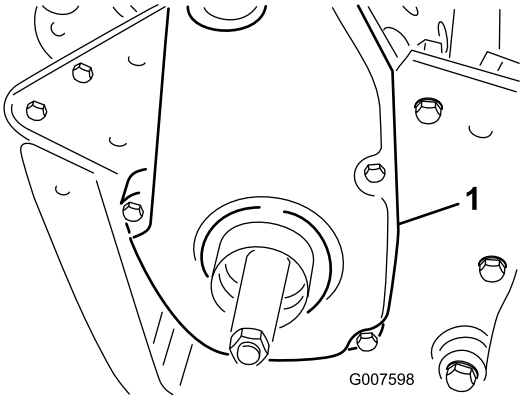

Figur 44
6. Fjern den bageste remskærm på højre side af maskinen (Figur 44).